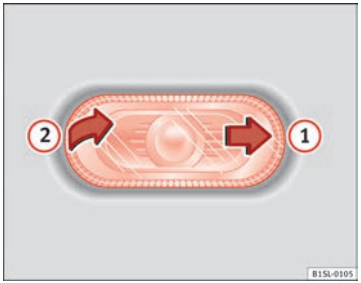

Fig. 160 Removing the side turn signal
2.	With one hand move the side turn signal backwards ⇒ Fig. 160 (1).